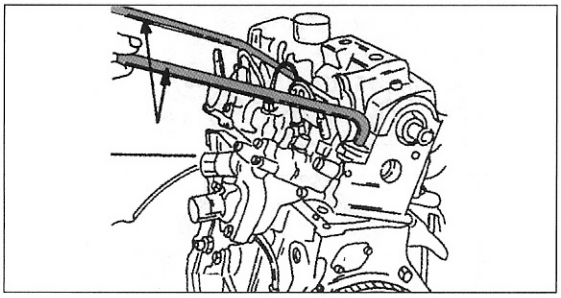

Bild 67
- Da der Zylinderkopf durch eine Passhülse geführt wird, könnte es schwierig werden den Kopf zu trennen. Werkstätten verwenden dazu zwei abgewinkelte Eisenstangen, welche wie in Bild 67 gezeigt in den Kopf eingesetzt werden. Die beiden Stangen zusammen anheben, wodurch der Kopf gelöst wird. Den Kopf danach seitwärts bewegen, um die Nockenwelle durch die Rückenplatte für das Steuerrad zu führen. Sofort kontrollieren wo die Zentrierbüchse sitzt. Falls sie im Zylinderkopf sitzen sollte, ist sie da herauszuziehen und vor dem Einbau in den Zylinderblock einzuschlagen.